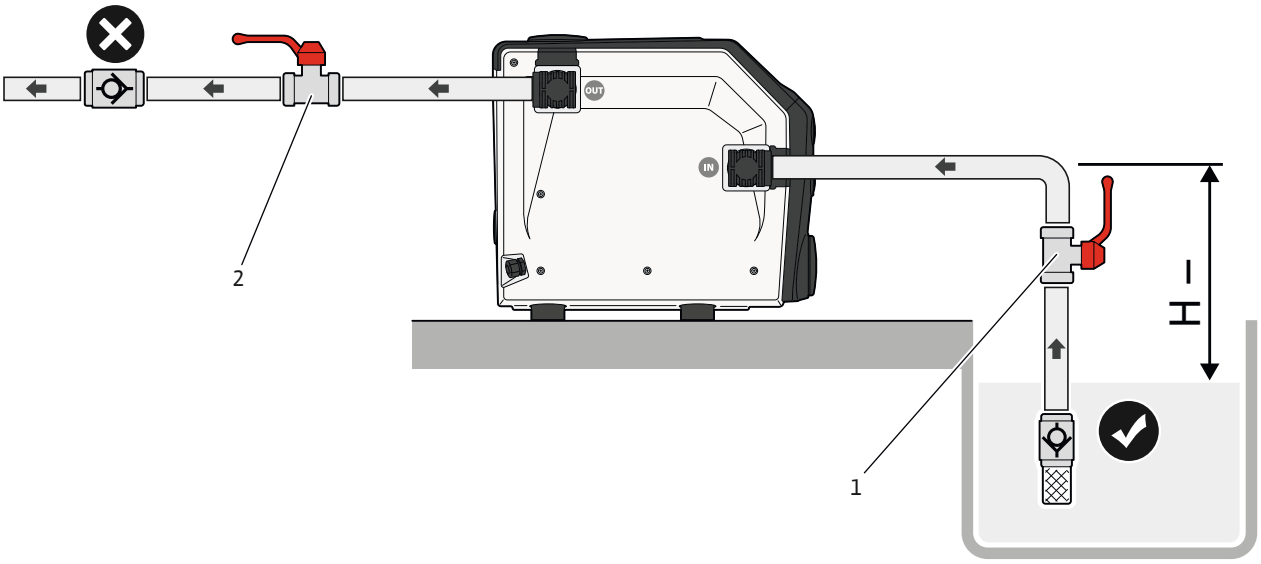

Fig. 7: Saugbetrieb
1. Absperrschieber (Fig. 7 – Pos. 1, 2) auf der Saug- und Druckseite schließen.